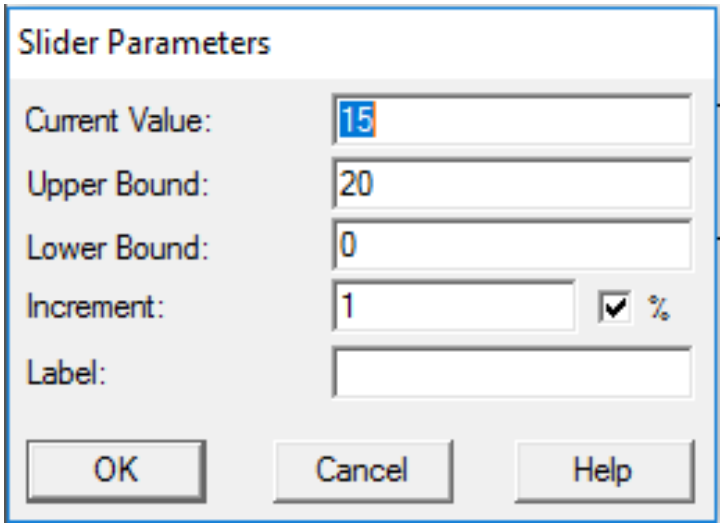

Рис. 4. Задание диапазона для переменной *k* с помощью блока Регулятор *slider*
4) после выделения блока Регулятор *slider* нажатием ПКМ вызовите окно Параметры регулятора *slider Parameters*, показанное на рис. 4, и заполните его строки ввода нужными данными, например: